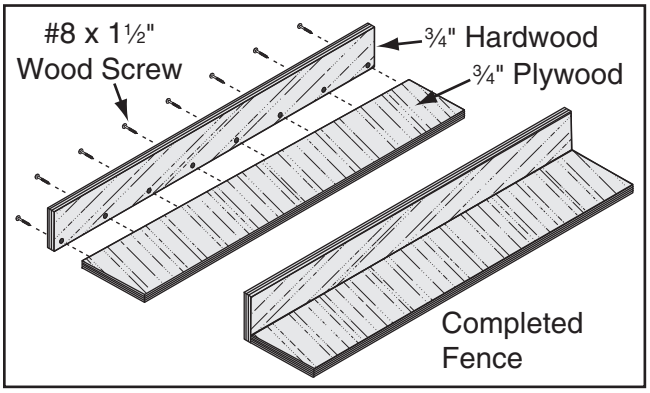

Figure 89. Location of pilot holes.
2. Pre-drill and countersink eight pilot holes ⅜" from the bottom of the 3" wide board, then secure the boards together with eight #8 x 1½" wood screws, as shown in **Figure 89**.